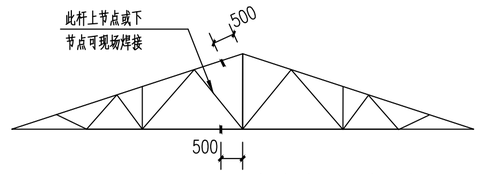

图8.9-1 15m屋架分单元运输示意图
11.屋架腹杆不允许拼接,弦杆一般不允许拼接。当12m、 15m屋架整榀运输有困难,屋架需分单元运输时,弦杆可拼接, 拼接点宜设在内力较小的节间的(如图8.9-1~2所示),杆件拼接采用加内衬管或内衬垫板的现场全熔透焊接接头,接头焊缝与杆件按等强度设计。也可采用45°斜拼接。焊缝质量等级为一级。